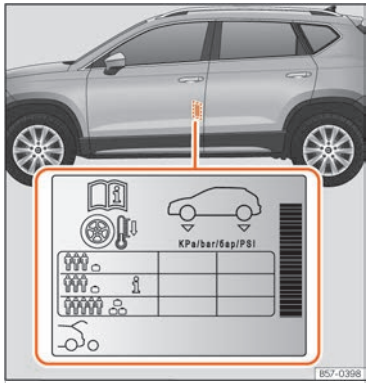

Fig. 218 Ubicació de l'adhesiu de la pressió d'inflament dels pneumàtics.
- Adapteu la pressió dels pneumàtics a la càrrega que porta el vehicle ››› fig. 218.
Els valors de la pressió d'inflament s'indiquen a l'etiqueta adhesiva situada a la zona posterior del marc de la porta davantera esquerra ››› fig. 218.
La pressió dels pneumàtics s'ha d'adaptar a la càrrega actual del vehicle. Si el vehicle anirà carregat al màxim, heu d'augmentar la pressió d'inflament al valor màxim de càrrega indicat a l'etiqueta adhesiva ››› fig. 218.
En el cas d'una roda d'emergència minimitzada (125/70 R16 o 125/70 R18), infleu-la a 4,2 bar de pressió segons s'indica a l'etiqueta de pressió dels pneumàtics ››› fig. 218.
En funció del vehicle, es pot adaptar la pressió d'inflament dels pneumàtics a mitja càrrega per augmentar el confort de marxa (pressió d'inflament ℹ ››› fig. 218). Quan se circula amb la pressió d'inflament de confort, es pot incrementar lleugerament el consum de combustible.
- **El conductor és responsable que tots els pneumàtics del vehicle estiguin inflats a la pressió correcta. La pressió d'inflament recomanada s'indica en un adhesiu ››› fig. 218.**
- **Amb els pneumàtics en fred, s'ha de mantenir sempre la pressió indicada a l'adhesiu ››› fig. 218.**